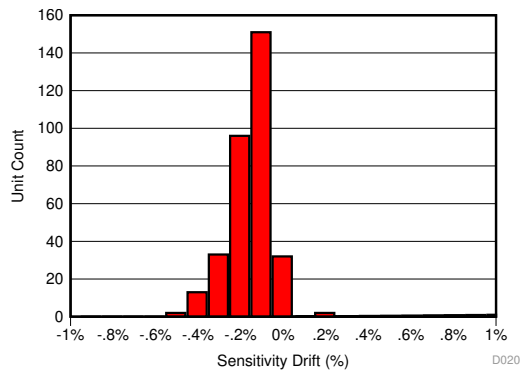
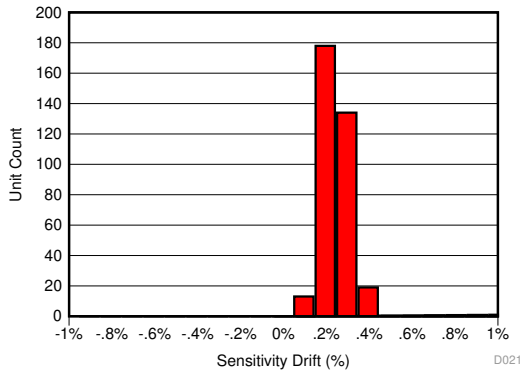
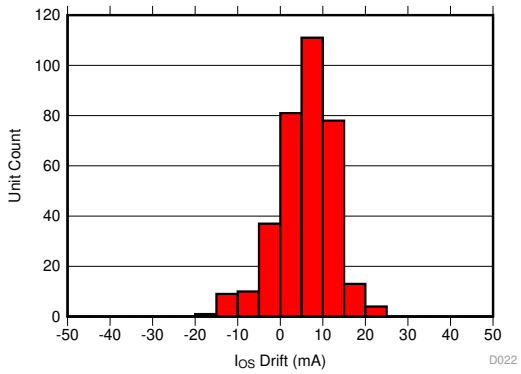

Figure 38. Sensitivity Error after 135°C, 85% RH HAST
Figure 39. Sensitivity Error Drift after AEC-Q100 High Temperature Operating Life Stress Test
Figure 40. Input-Referred Offset Drift after AEC-Q100 High Temperature Operating Life Stress Test
The same compensation techniques utilized in the TMCS1100 to reduce temperature drift also greatly reduce lifetime drift due to aging, stress, and environmental conditions. Typical magnetic sensors suffer from up to 2% to 3% of sensitivity drift due to aging at high operating temperatures. The TMCS1100 has greatly improved lifetime drift, as defined in the *Electrical Characteristics* for total sensitivity error measured after the worst case stress test during a three lot AEC-Q100 qualification. All other stress tests prescribed by an AEC-Q100 qualification caused lower than the specified sensitivity error, and were within the bounds specified within the *Electrical Characteristics* table. Figure 38 shows the total sensitivity error after the worst case stress test, a Highly Accelerated Stress Test (HAST) at 130°C and 85% relative humidity (RH), while Figure 39 and Figure 40 show the sensitivity and offset error drift after a 1000 hour, 125°C high temperature operating life stress test as specified by AEC-Q100. This test mimics typical device lifetime operation, and shows the likely device performance variation due to aging is vastly improved compared to typical magnetic sensors.